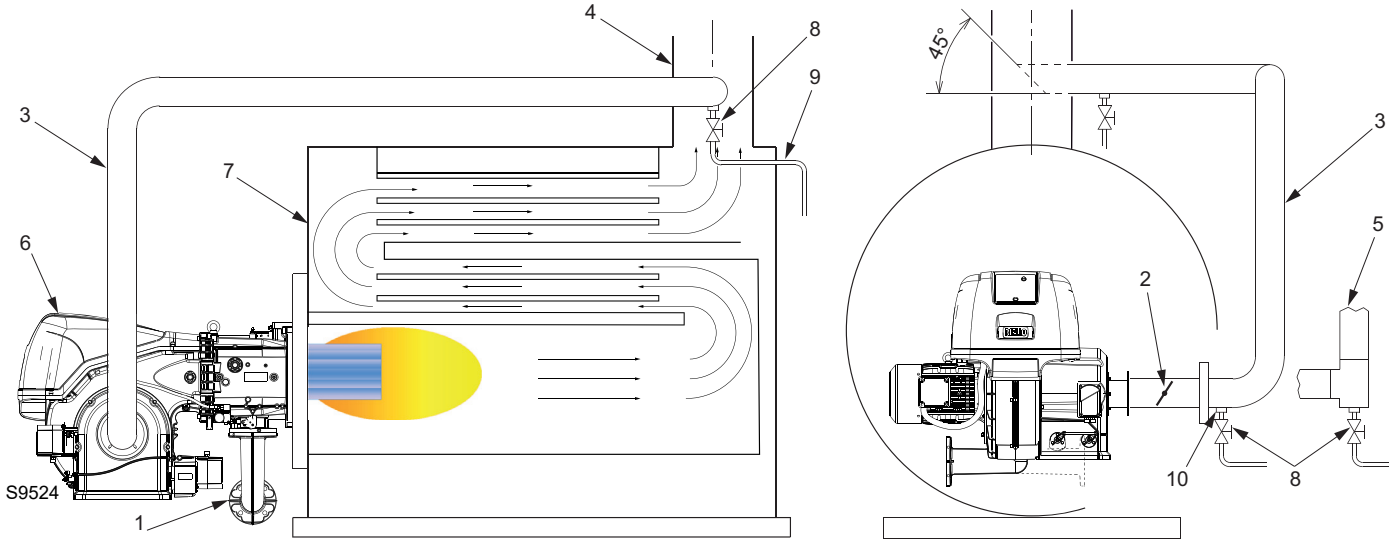

Abb. 17
– Normalerweise sollte die Rohrleitung, wie in Abb. 17 gezeigt, am Rauchabzug angeschlossen werden, sodass ein 45°-Winkel in Richtung des Rauchgasflusses gebildet wird, wobei sich die Mitte des Winkels in der Mitte des Rauchabzugs befindet.
Legende (Abb. 17)